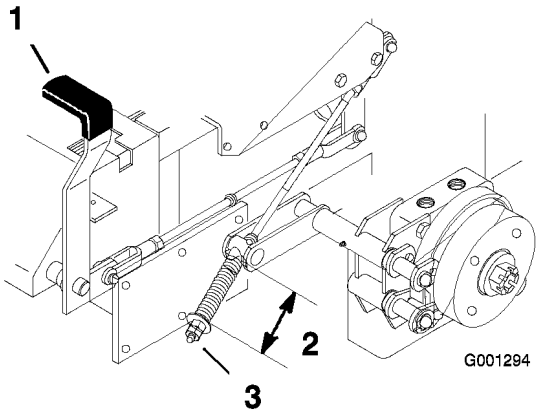

Figur 55
2. Mät fjäderns längd. Avståndet mellan brickorna ska vara 64 mm (Figur 55).
3. Frigör parkeringsbromsen om en justering krävs, och lossa sedan kontramuttern under fjädern och justera muttern direkt under fjädern (Figur 55). Vrid muttern tills korrekt mått uppnås. Vrid muttern medsols för att förkorta fjäderlängden och vrid motsols för att förlänga fjädern.